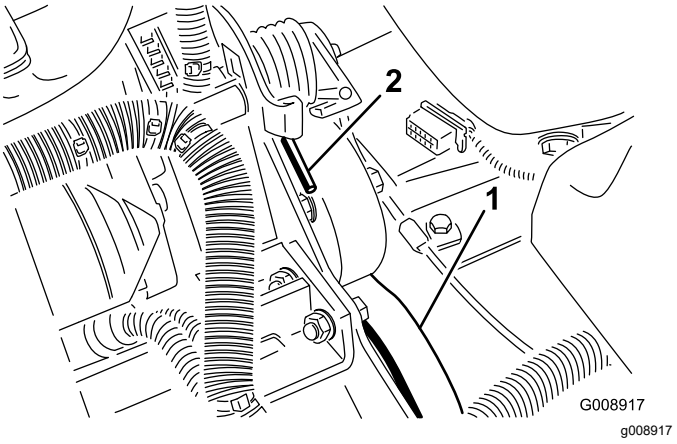

Figur 77
3. Tryk ned og fremad på fjederenden (Figur 77) for at løsne den fra konsollen og løsne spændingen på fjederen.